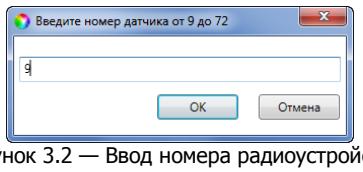

Рисунок 3.2 — Ввод номера радиоустройства
2. В открывшемся окне укажите будущий номер радиоустройства из числа еще не занятых в нумерации ШС и радиоустройств (в диапазоне, указанном в заголовке окна) и нажмите кнопку *ОК* (см. рисунок 3.2).